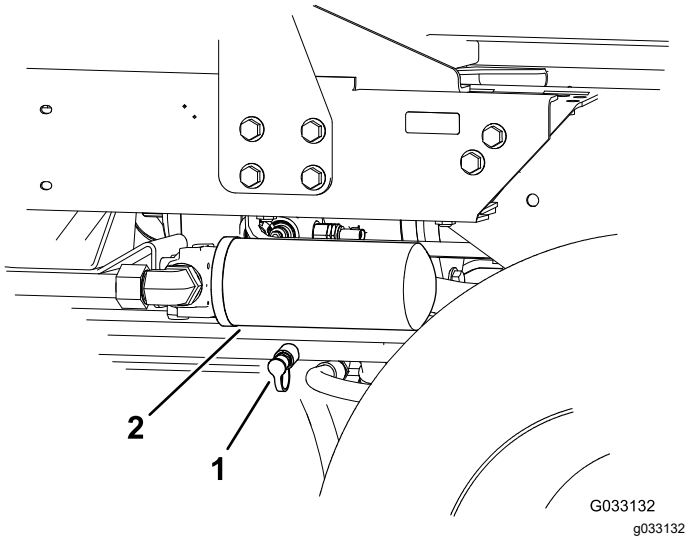

Figuur 43
2. Sluit een hydraulische slang aan tussen de diagnosefitting in het achterste tractieverdeelstuk en de druktestpoort voor tractie-achteruit (Figuur 43).